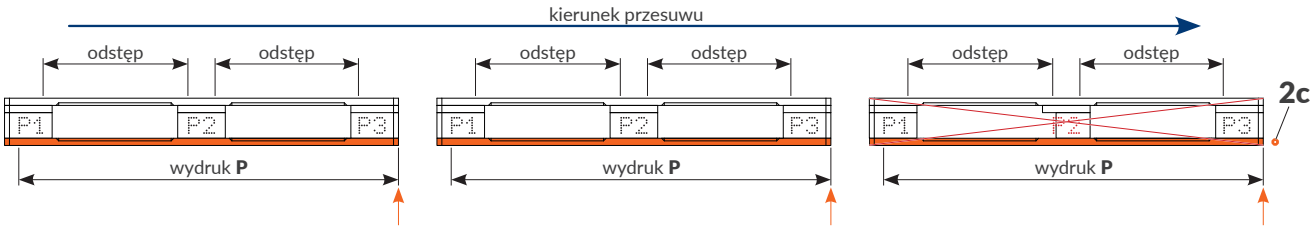

Rys. 34.
– wykrywania całych europalet poprzez detekcję deski dolnej (↑) (patrz ***Rys. 34 na stronie 42***),
Wewnętrzny fotodetektor **2c** wykrywa całe europalety (↑) poprzez detekcję deski dolnej (patrz ***Rys. 34 na stronie 42***). Ponieważ drukarka „nie widzi" wsporników, to projekt do drukowania musi zostać tak przygotowany, aby odstępy pomiędzy poszczególnymi fragmentami (**P1**, **P2**, **P3**) były stałe. Do tego celu konieczne jest użycie obiektów typu **Znacznik odstępu** I. Drukowanie poszczególnych fragmentów wydruku jest niezależne od położenia wsporników w palecie oraz od ich szerokości.
Jeżeli położenie lub rozmiar wspornika odbiegają od standardu to może się zdarzyć że fragment wydruku nie zostanie prawidłowo naniesiony na wspornik (patrz fragment P2 na europalecie po prawej stronie na ***Rys. 34***).